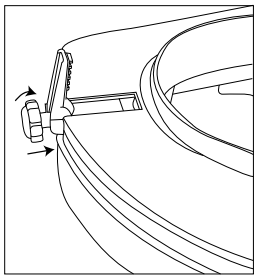

Figure 3
4. Pushing lightly on the bracket turn the screw clockwise until it catches on the thread. **(Figure 3)**